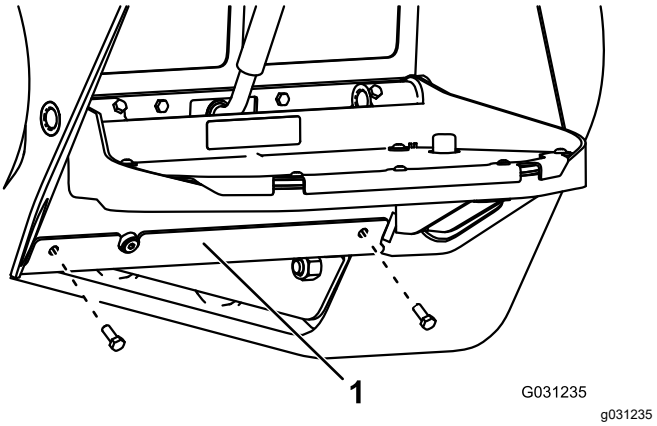

**Rysunek 75**
4. Wykręć 2 śruby mocujące osłonę dolną i zdejmij ją (Rysunek 75).
8. Zamontuj osłonę dolną (Rysunek 75).